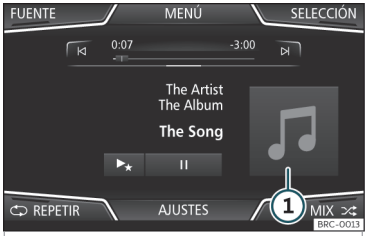
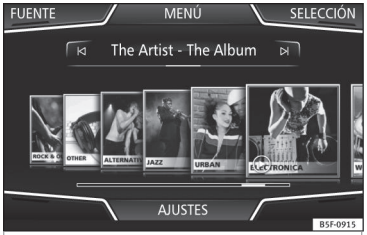
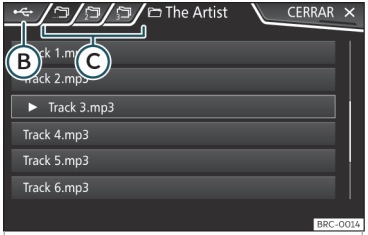

Fig. 151 Menú principal MEDIA.
Fig. 152 Selección por carátula.
Fig. 154 Modo Media: lista de pistas de una fuente Media.
Al pulsar sobre la carátula actual ››› **fig. 151** ① se mostrarán todas las carátulas de los álbumes disponibles en la fuente Media activa ››› **fig. 152**.
- Pulse en el menú principal *MEDIA* el botón de función SELECCIÓN ››› **fig. 151** para abrir la lista de pistas. La pista que se está reproduciendo se muestra de forma destacada ››› **fig. 154**.